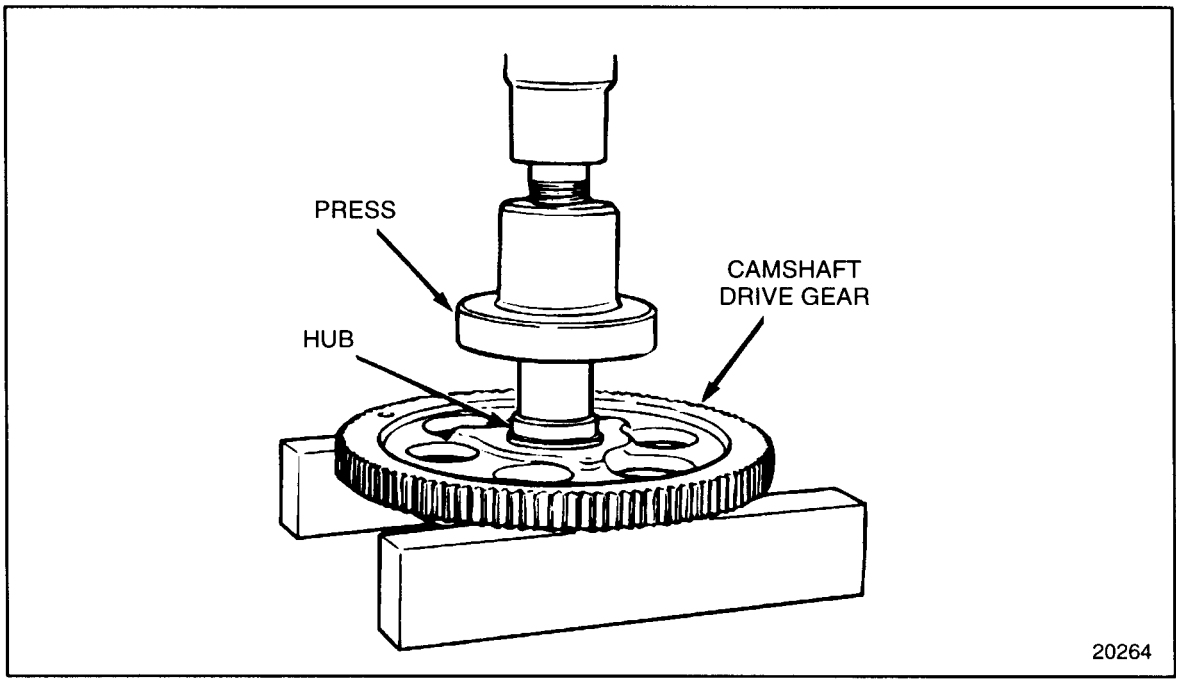

Figure 1-414 Camshaft Hub Removal
9. Press the hub out of the camshaft drive gear until the hub separates from the camshaft thrust plate. See Figure 1-414.